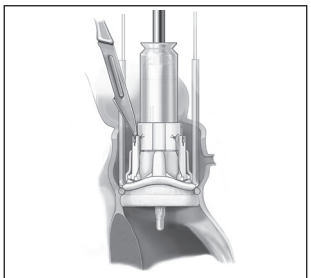

図21
16. 外科用メスを使用して弁のホルダーの固定糸を切断します(図21)。